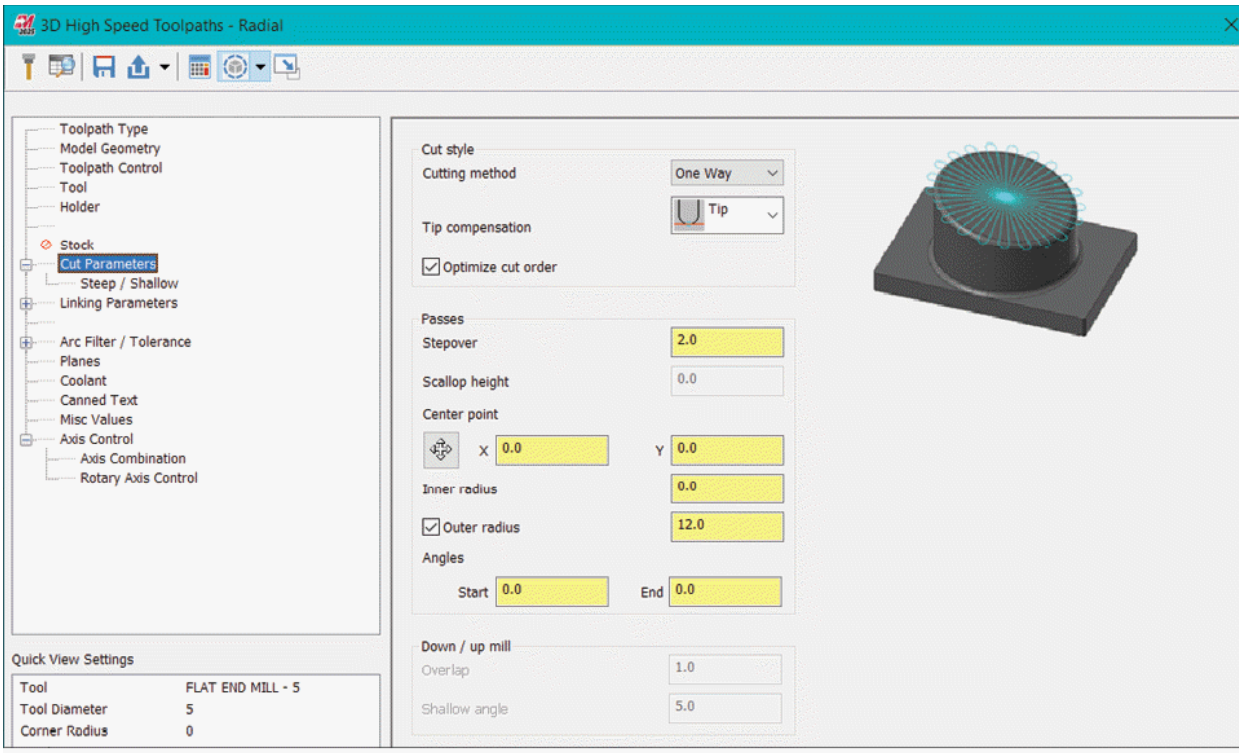

Figure-69. Cut Parameters for Radial toolpath
- Click on the **Cut Parameters** option from the left area of the dialog box to specify parameters related to Figure-69.